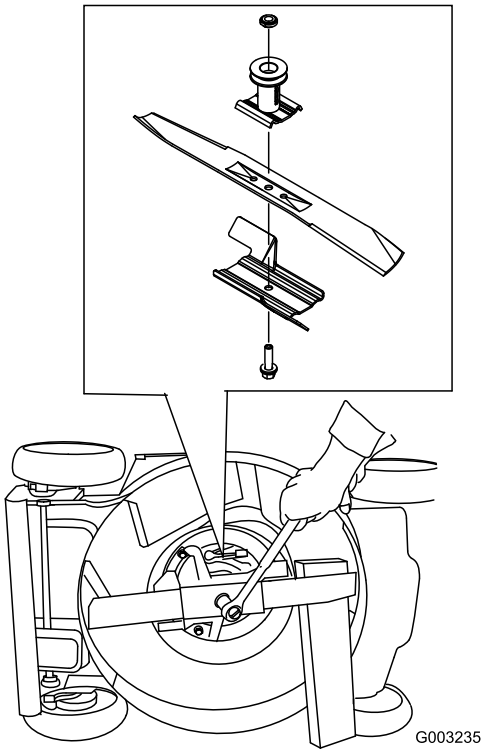

Figur 40
3. Använd en träkloss för att hålla bladet stadigt (Figur 40).